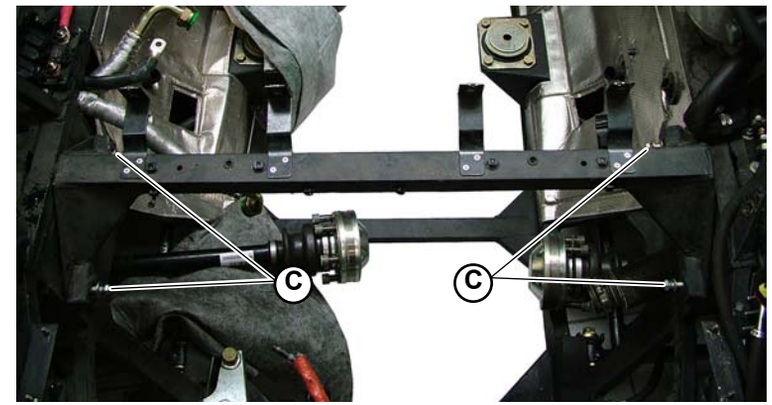

Fig.2
2. Remove the rear cross member, unscrewing the 4 screws (**C-Fig.2**) of the two inner sides.